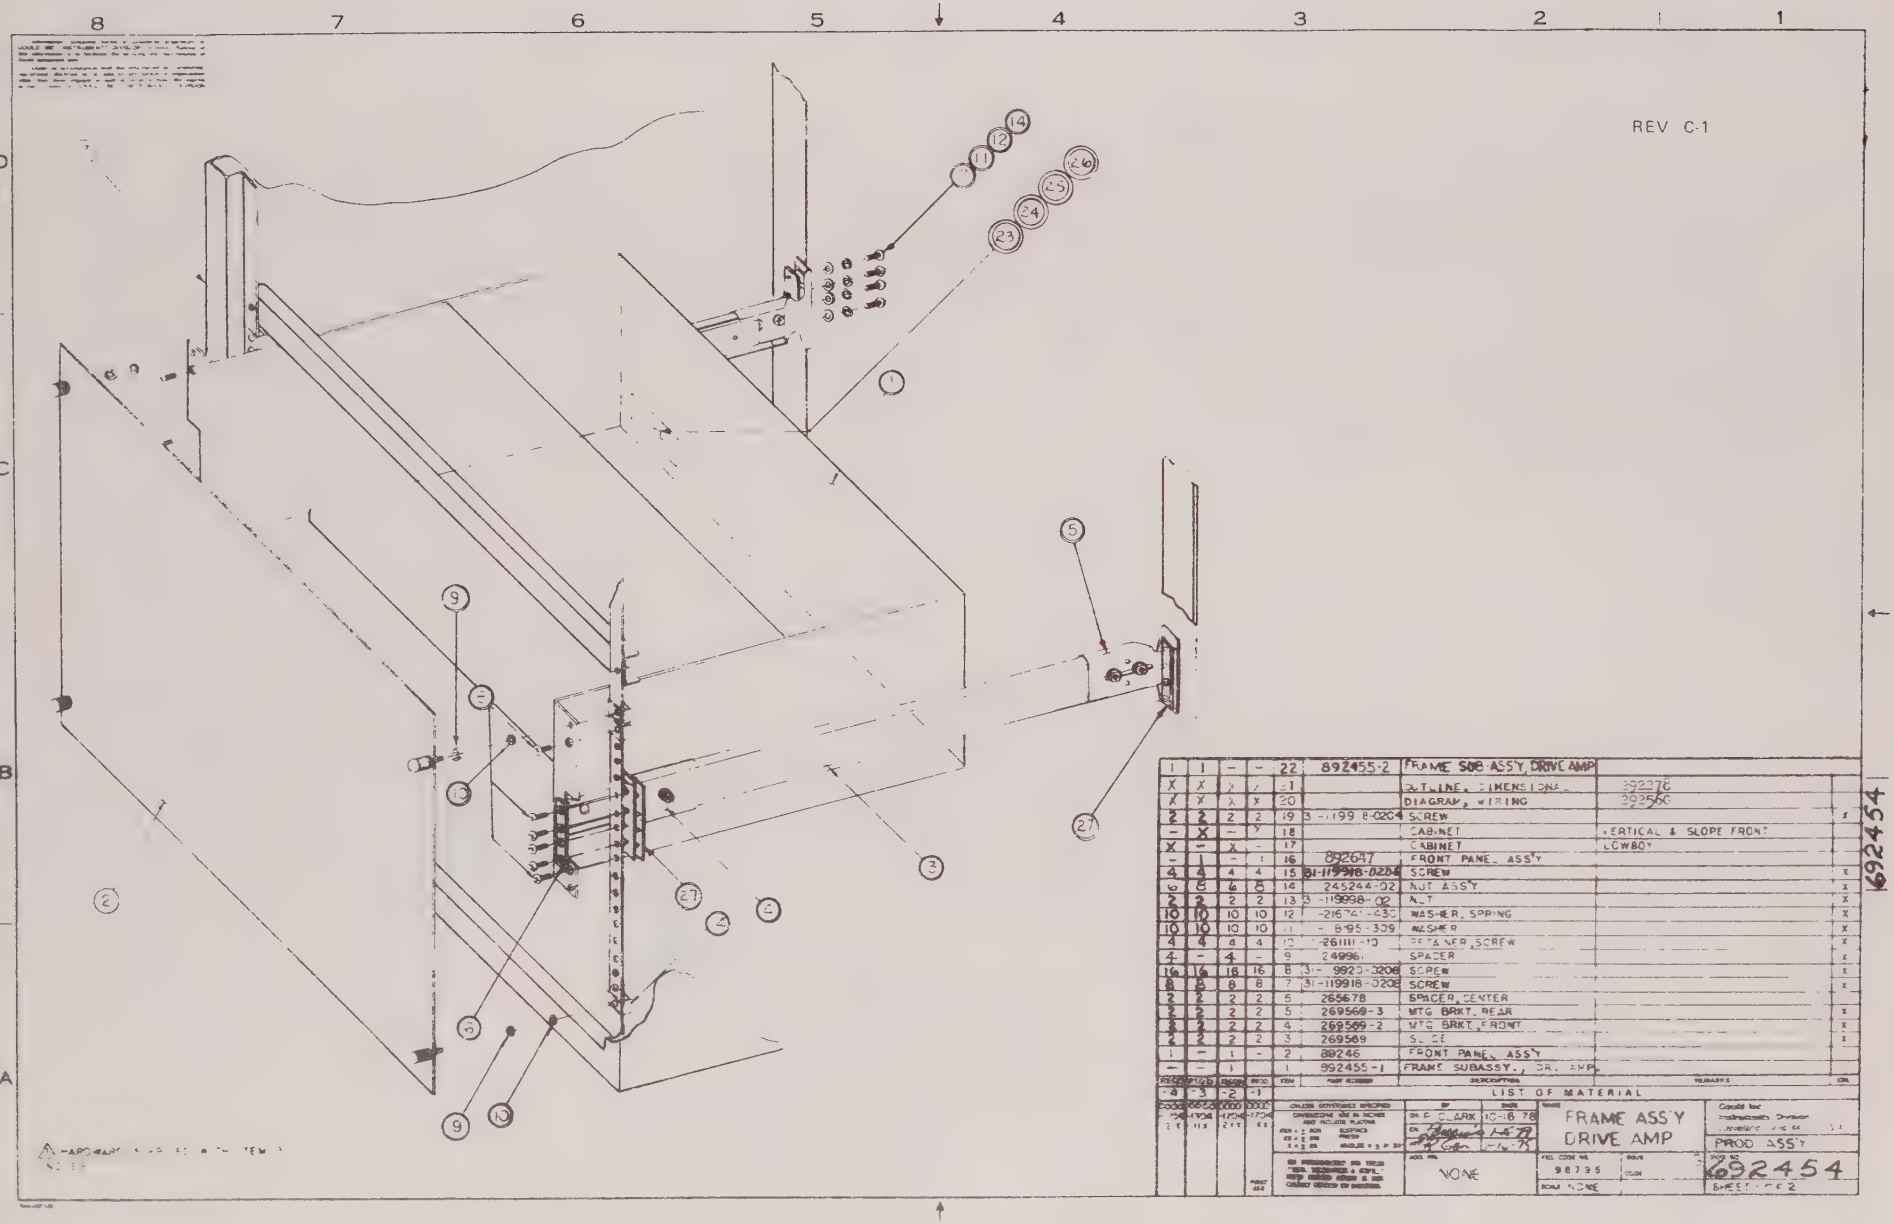
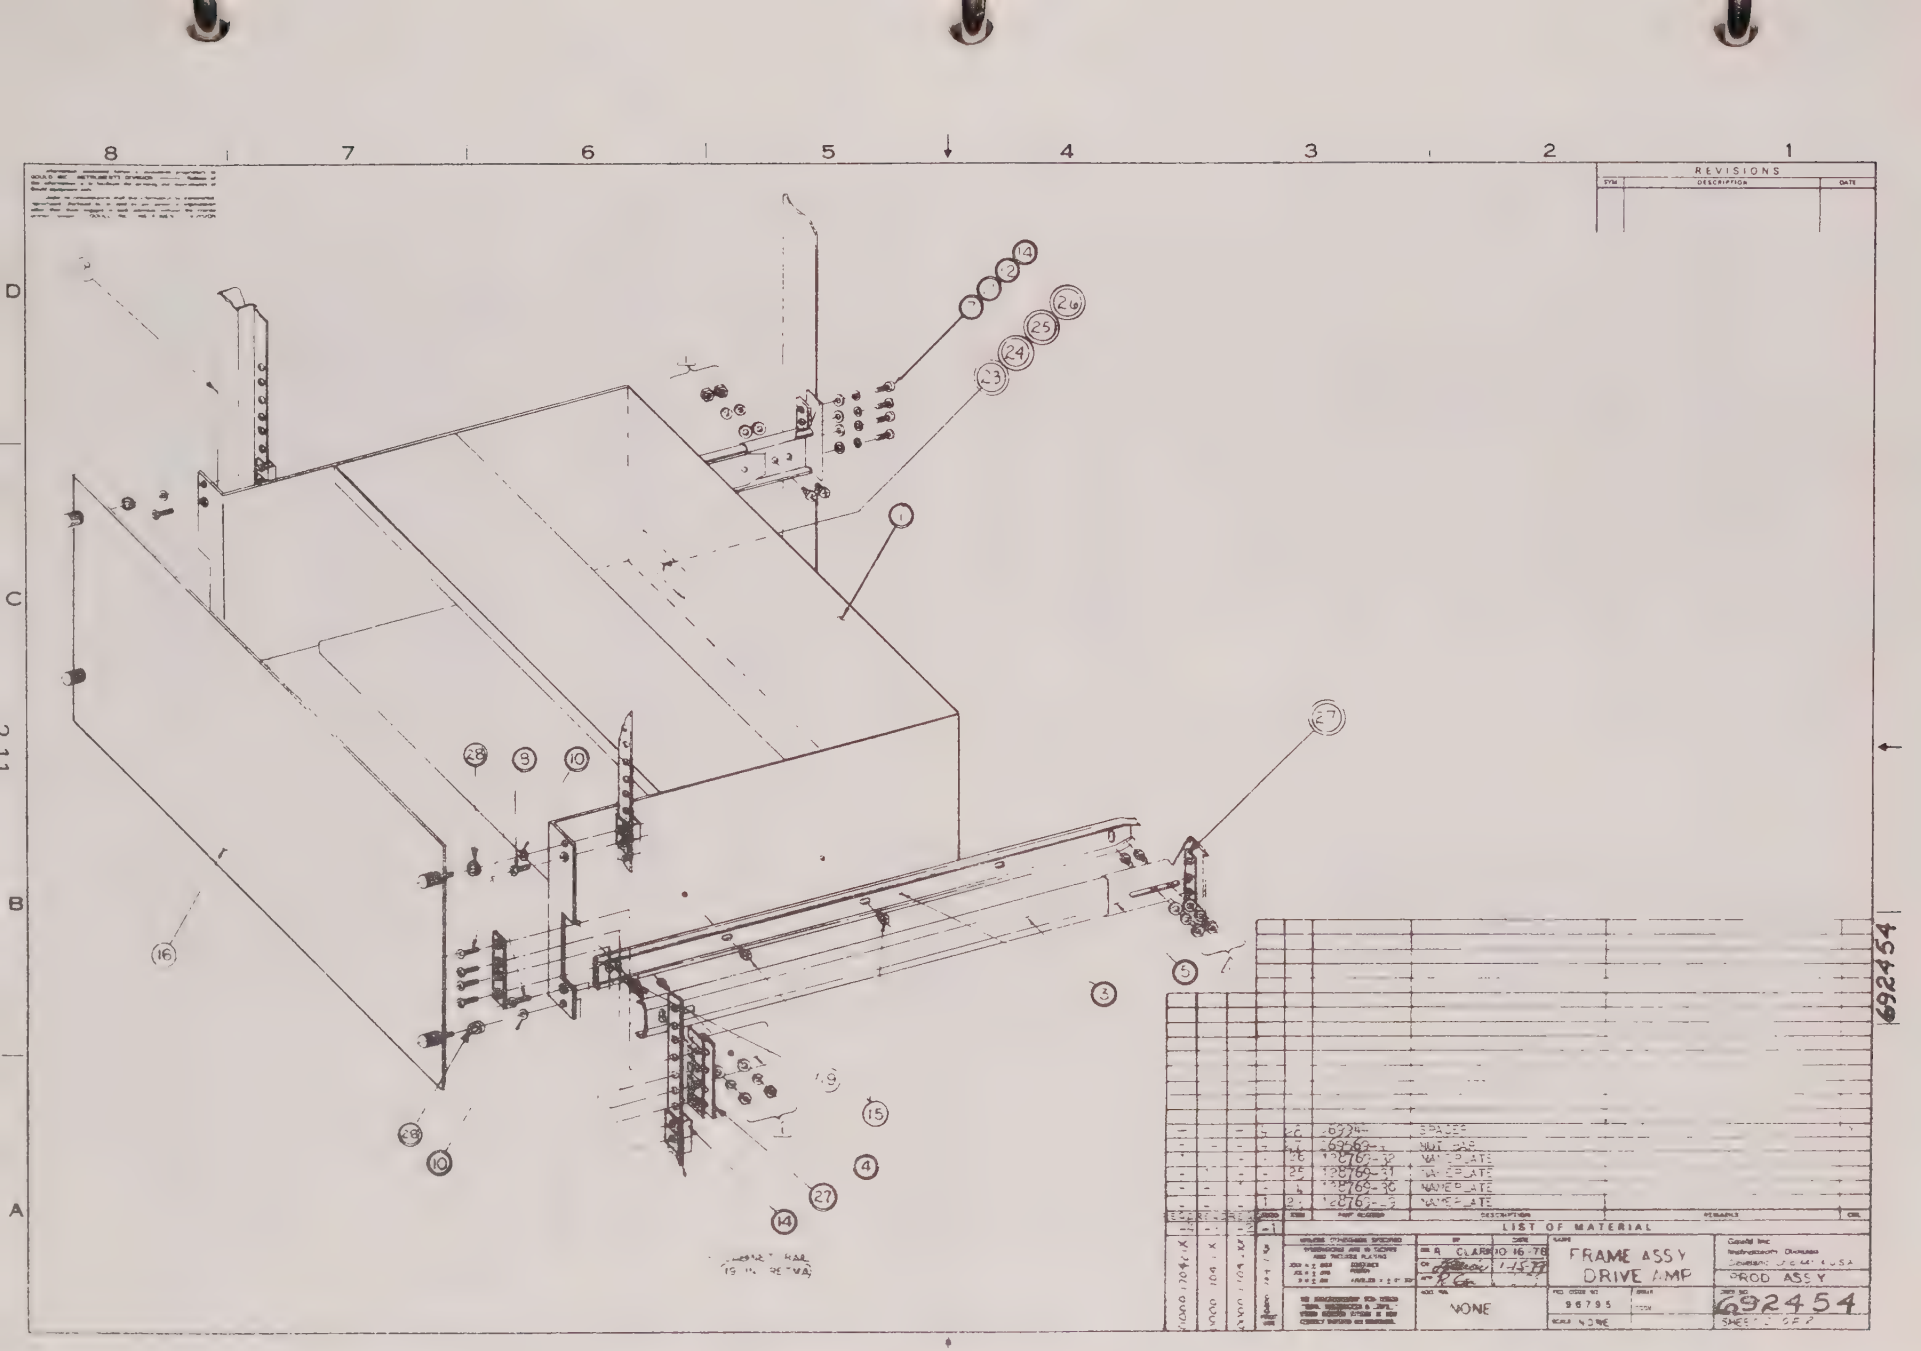

FIGURE 2-12 DRIVE AMP FRAME INSTALLATION
FIGURE 2-13 DRIVE AMP FRAME INSTALLATION
1. Refer to Figures 2-12 and 2-13.
2. Attach front and rear mtg brackets (items 4 & 5) to slides (item 3). Use hardware supplied with slides.
3. Install slides to cabinet rails using nut bars (item 27) at rear, and spacers and nut bars at front. Use hardware shown in Figure 2-13.
4. Pull inner tracks of slides out from front of cabinet far enough to gain access to 3 slots in each track. (See Fig. 2-13.)
5. Attach Drive Frame Subassy (item 1 or 22) to slides (Fig. 2-13) using screws, items 15 & 19.
6. Insert Drive Amp Boards and Control Timer Board into appropriate slots. Slide entire Drive Amp Frame into cabinet. Secure Drive Amp Frame to cabinet rails using screws (item 8) and nut assemblies (item 14).
7. Install Front Panel (item 2 or 16) to cabinet rails with captive thumb screws on panel and nut assemblies (item 14).